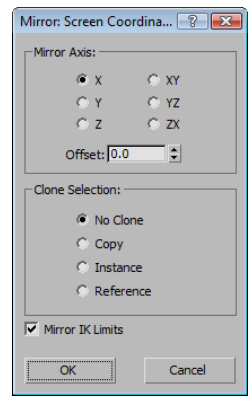

***Figure 3-57** The **Mirror: Screen Coordinates** dialog box*
2. Choose the **Mirror** tool from the **Main Toolbar**; the **Mirror: Screen Coordinates** dialog box is displayed, as shown in Figure 3-57.